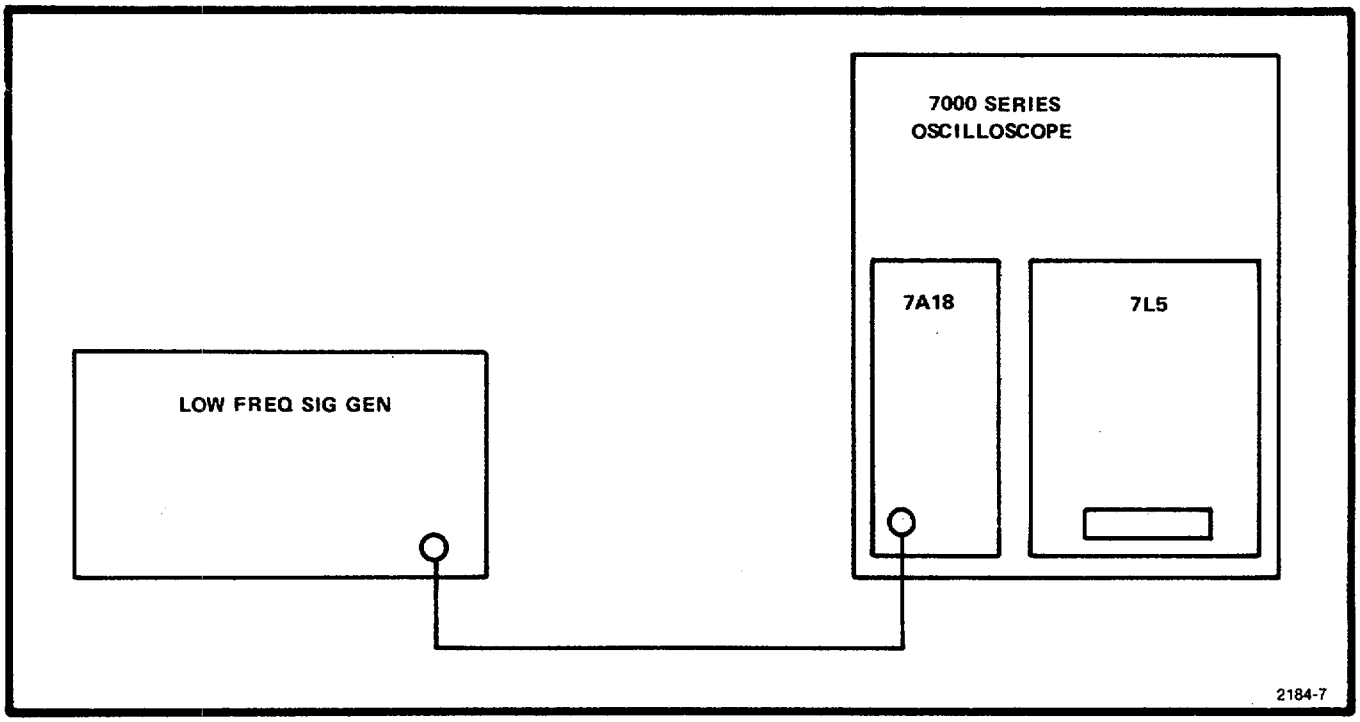

Fig. 3-1. Sweep triggering test equipment setup.
a. Connect the test setup per Fig. 3-1.